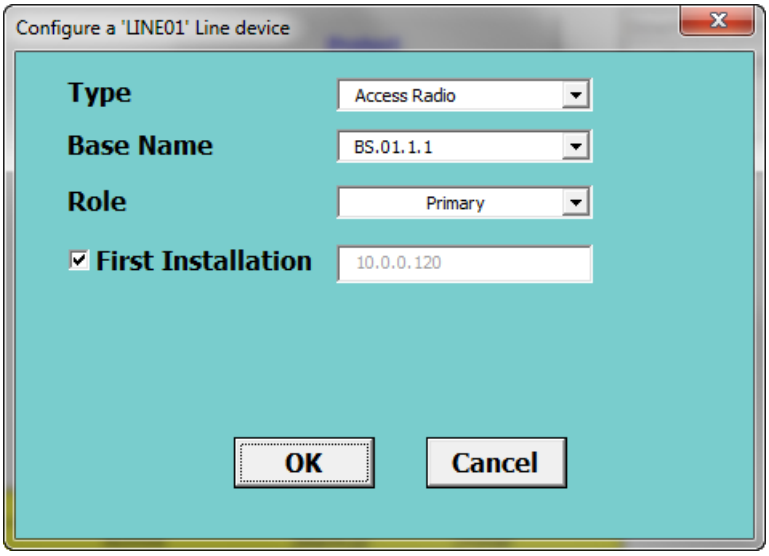

Figure 4-15: TBS - First time Installation
6. **Type**: Select the radio type - Access Radio, as shown in Figure 4-15.